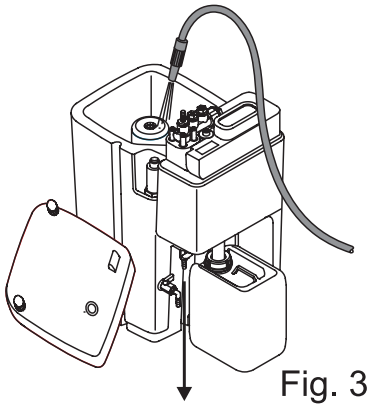

Fig. 3
– Wasser in Hauptbehälter einfüllen (Fig. 3)
– Ggfs. Frischwasser nachfüllen (Fig. 3)
– naplňte vodu do hlavní nádrže (Fig. 3)
– v případě potřeby doplňte čerstvou vodu (Fig. 3)